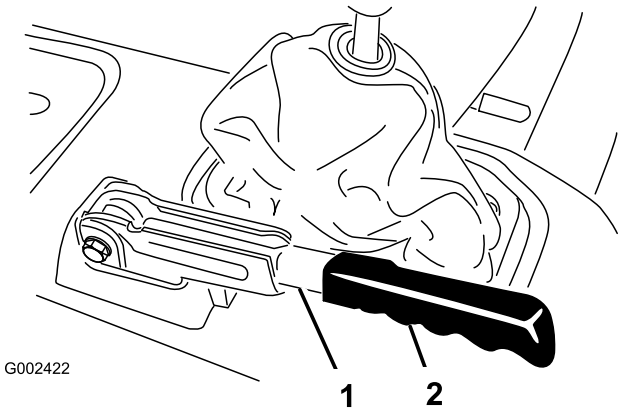

**Figur 62**
1. Fjern gummihåndtaket fra parkeringsbremsespaken (Figur 62).